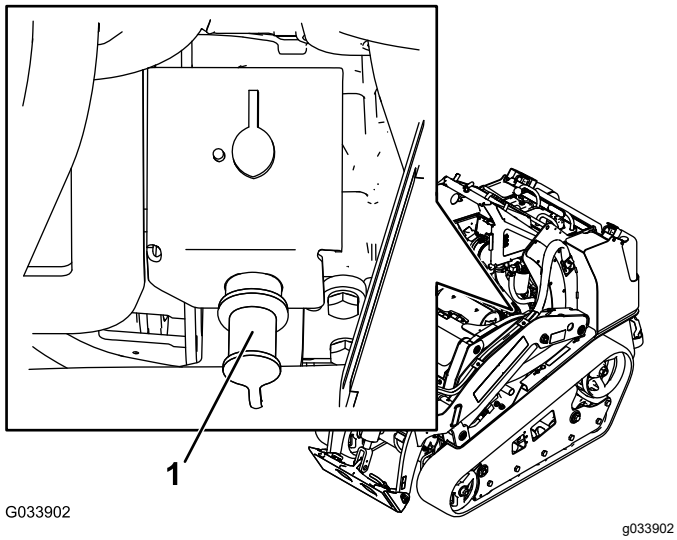

Figur 52
2. Ta av kåpan från startpolen (Figur 52).
3. Anslut en ände av plusstartkabeln (+) till startpolen (Figur 52).